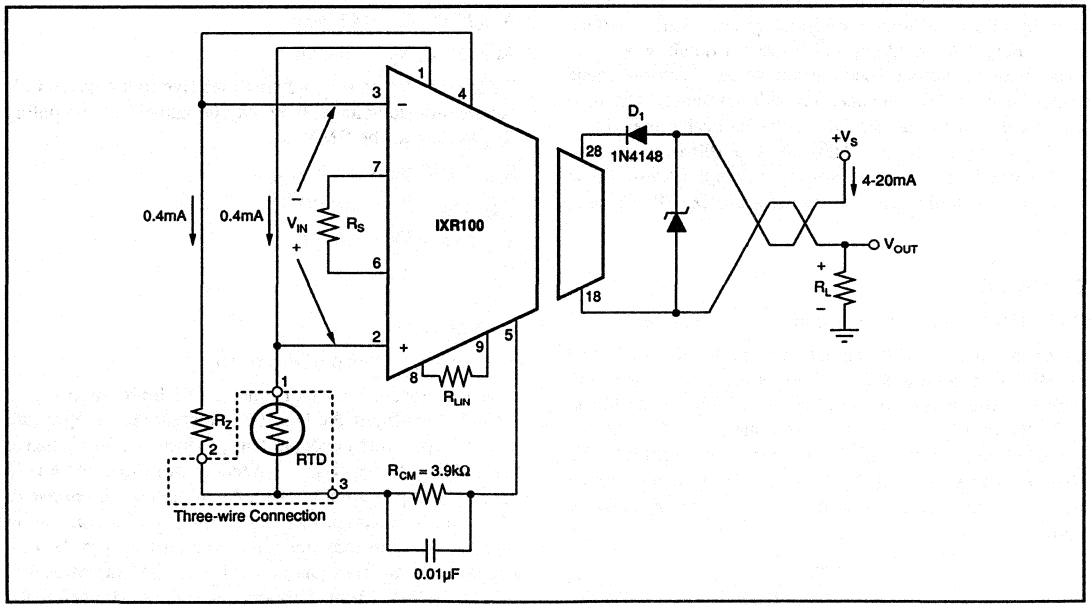

FIGURE 7. Basic 3-Wire RTD Connection for Increase-Increase Action.
7. It is recommended that a reverse polarity protection diode be used. This will prevent damage to the IXR100 caused by a transient or long-term reverse bias between pins 18 and 28. This diode can be connected in either of the two positions shown in Figure 7, but each connection has its trade-off. The series-connected diode will add to the minimum voltage at which the IXR100 will operate but offers loop and device protection against both reverse connections and transients. The reverse-biased diode in parallel with the IXR100 preserves 11.6V minimum operation and offers device protection, but could allow excessive current flow in the receiving instrument if the field leads are accidently reversed. This is particularly important if the receiving equipment has particularly low resistance or uses higher voltage supplies. In general, the series diode is recommended unless 12V operation is necessary. In either case a 1N4148 diode is suitable.
In three-wire applications, shown in Figure 7, the RTD and R_Z lead arrangements set up a pseudo-Kelvin connection to the RTD. This occurs because the currents through the three wires are set up in opposing directions and cancel IR drops in the RTD leads. The current sources are both modulated equally, so that use of the linearity correction does not affect the cancellation. This action is true so long as the three wires are of the same length and gauge. Because most RTD leads are twisted and bundled, this requirement is usually met with no difficulty. Care must be taken that intermediate connections such as screw terminals do not violate this assumption by introducing unequal line resistances.
In some applications of the IXR100, the RTD will be located remotely. In these cases, it is possible for open circuits to develop. The IXR100 responds in the following manner to breaks in each lead. The following connections refer to the RTD connections shown in Figure 7.